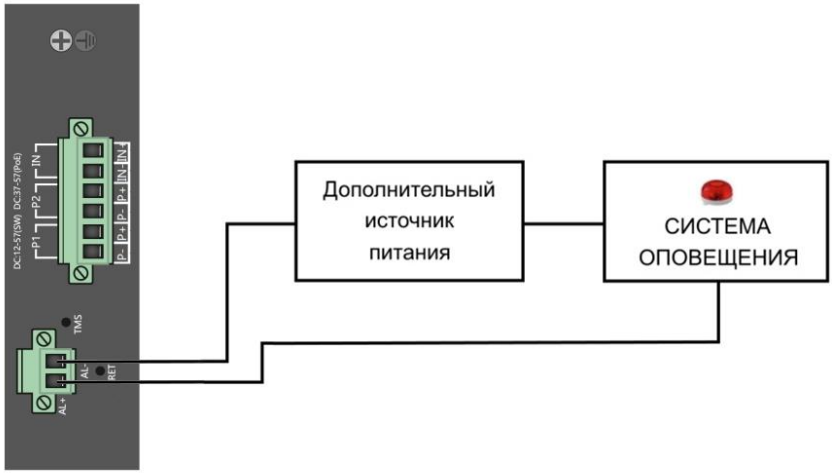

Рис.9 Схема подключения системы оповещения к коммутаторам SW-80402/ILS(port 90W 180W) и SW-80802/ILS(port 90W 300W)
Коммутаторы SW-80402/ILS(port 90W 180W) и SW-80802/ILS(port 90W 300W) имеют релейный выход типа сухой контакт (NO) для включения системы тревожного оповещения. Релейный выход поддерживает управление исполнительными устройствами (сирена, светодиодное табло и т.д.) мощностью не более 24 Вт. Напряжение источника питания, подключенного к релейному выходу, не должно превышать 24 В постоянного тока. Ток, проходящий через реле, не должен превышать 1 А (Рис.9).